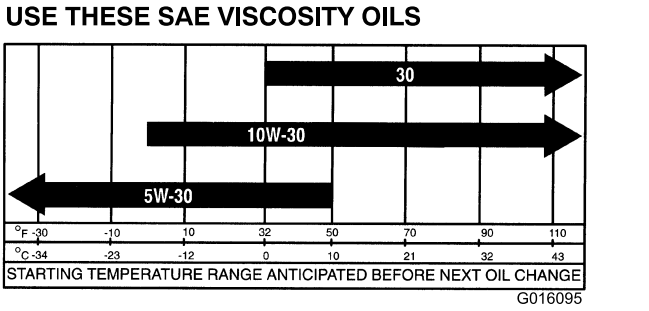

**Figur 44**
**Motoroljans viskositet:** 10W-30. Välj viskositet för motoroljan beroende på omgivningstemperatur – se tabellen i Figur 44.